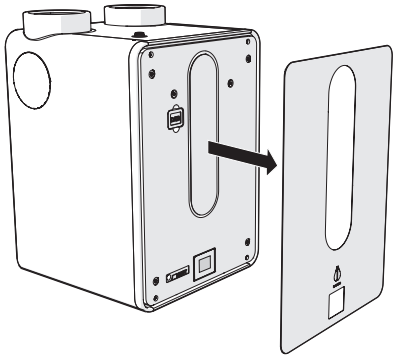

*Figuur 40 Het verwijderen van de frontplaat.*
1. Haal de frontplaat los (figuur 40).